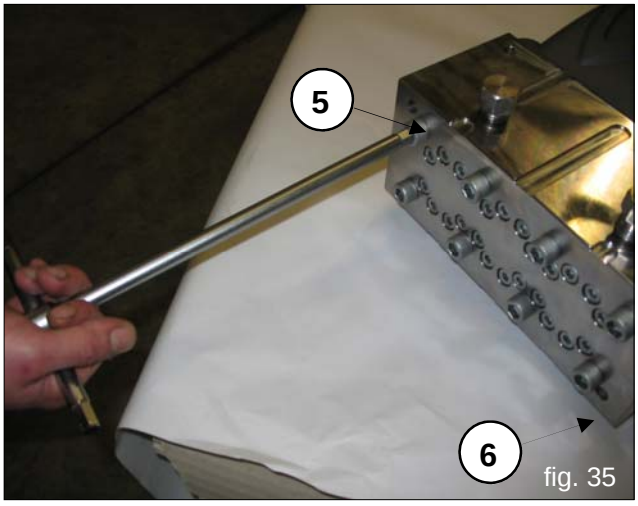

fig. 35
B) Unscrew the M12x260 head fixing screws N. 5 and N. 6 as indicated in fig. 35, replacing them with two screws – slave pin (cod.27508200) as indicated in fig.36, then continue with removing the remaining screws.